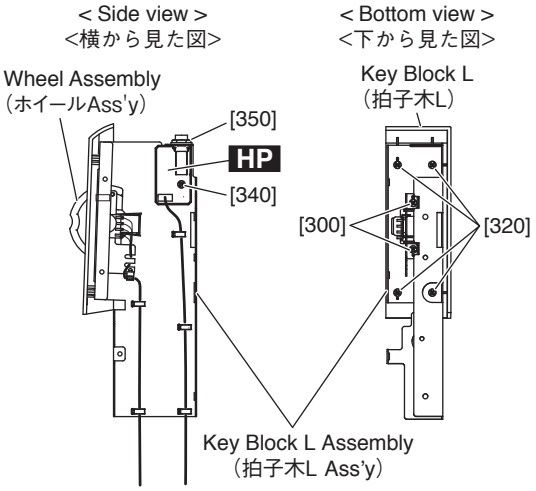

Fig.10（図 10）
9-4 Remove the four (4) screws marked [320]. The key block L can then be removed. (Fig.10)
9-4 [320] のネジ 4 本を外し、拍子木 L を外します。(図 10)
11-4 Remove the screw marked [340] and the hexagonal nut marked [350]. The HP circuit board can then be removed. (Fig.10)
11-4 [340] のネジ 1 本と [350] の六角ナット 1 個を外し HP シートを外します。(図 10)
12-4 Remove the two (2) screws marked [300]. The wheel assembly can then be removed. (Fig.10)
12-4 [300] のネジ 2 本を外しホイール Ass'y を外します。(図 10)